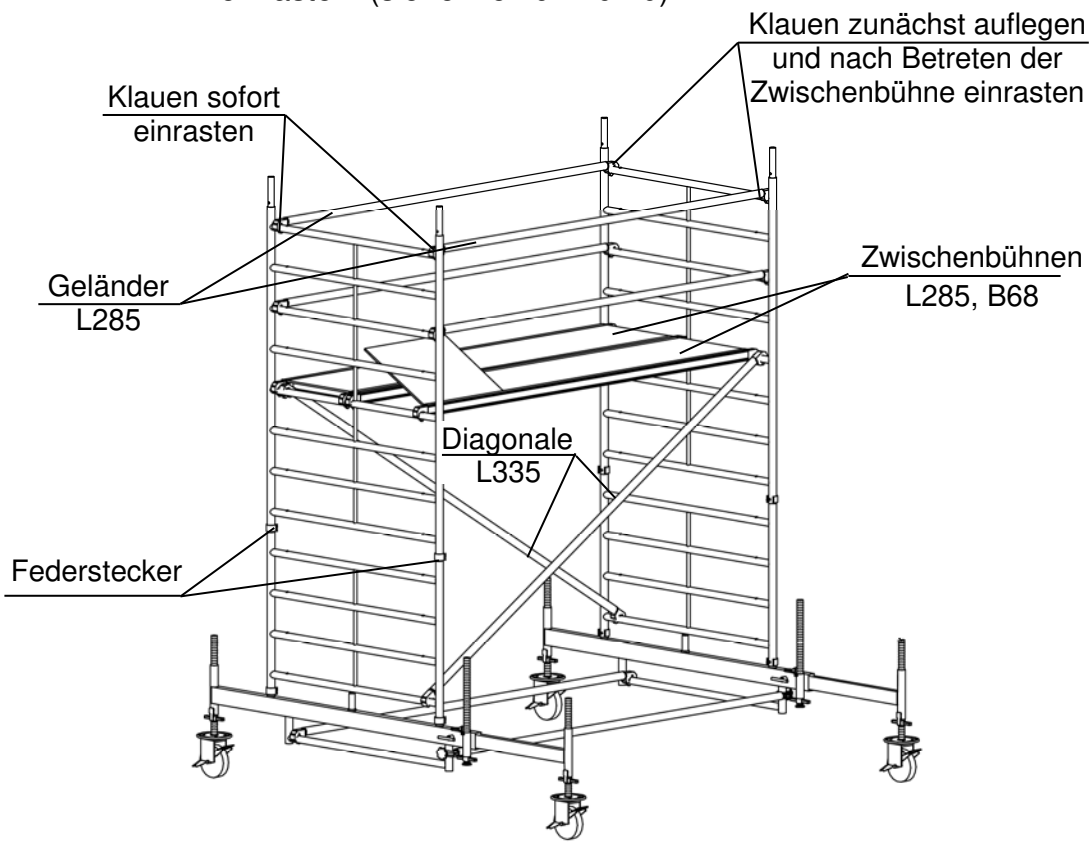
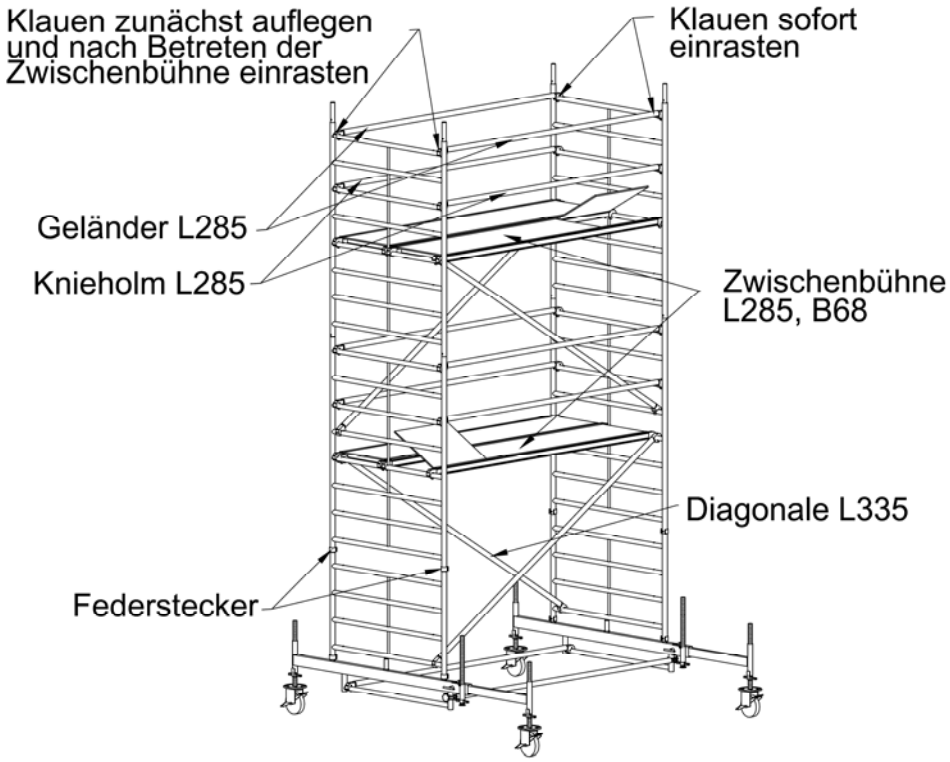
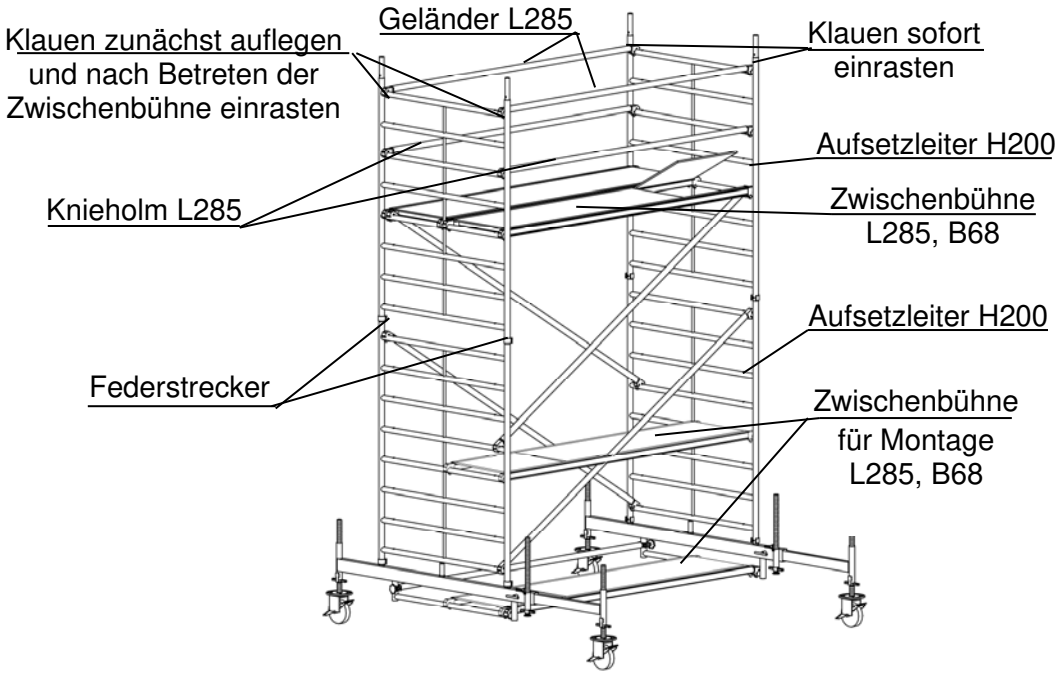

Bild 10: Seitenschutz der Zwischenbühne
Bild 11: Zwischenbühne Standhöhe 4.45 m
Bild 12: Zwischenbühne Standhöhe 3.45 m
➔ Die Zwischenbühne betreten und die abliegenden Klauen einrasten. (siehe hierzu Bild 10).
- Zum Seitenschutz der Zwischenbühne (Bild 11) siehe Beschreibung zu Bild 10.
- Eine Arbeitsbühne L285, B68 mit Klappe und eine Arbeitsbühne ohne Klappe als Zwischenbühne auf die jeweils 4. Sprossen der oberen Aufsetzleitern legen und die Schnellverschlüsse einrasten. Zum Seitenschutz der Zwischenbühne (Bild 12) siehe Beschreibung zu Bild 10.
- Oberhalb der Zwischenbühne die nächsten Aufsetzleitern und Vertikaldiagonalen wie bereits zuvor beschrieben und in Bild 11 dargestellt montieren.
- Der Seitenschutz ist wie zu Bild 10 und 11 beschrieben einzubauen.